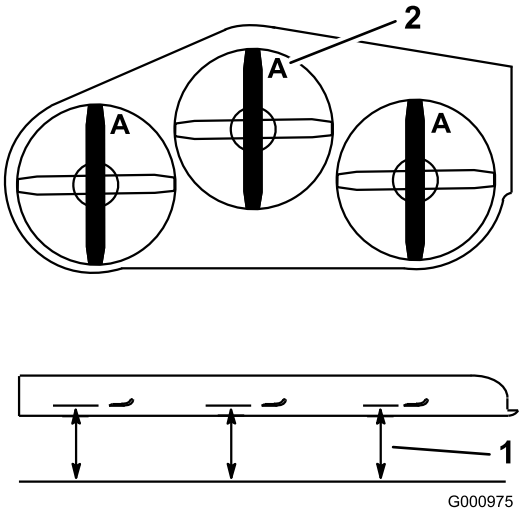

**Figur 85**
3. Drej knivene, indtil enderne vender fremad og bagud (Figur 85). Mål fra en plan overflade til skærekanten, position **A**, på knivene(Figur 85). Noter dette mål.